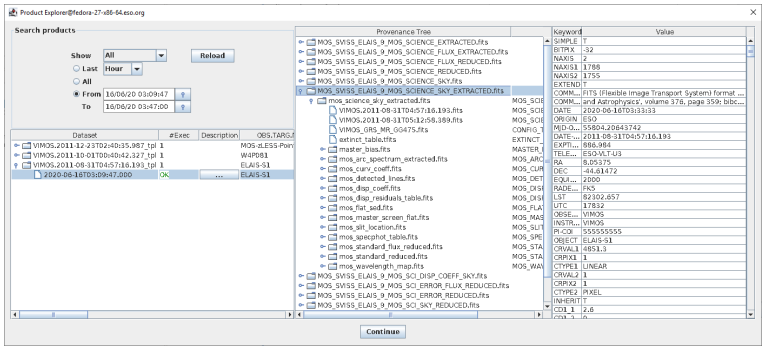

Figure 3.5: *The Product Explorer shows all datasets reduced in previous executions together with the full reduction chain for all the pipeline products.*
9. Once the reduction of all datasets has finished, a pop-up window called *Product Explorer* will appear, showing the datasets which have been reduced together with the list of final products. This actor allows the user to inspect the final data products, as well as to search and inspect the input data used to create any of the products of the workflow. Figure 3.5 shows the Product Explorer window. A full description of the *Product Explorer* will be presented in Section 6.3.3.